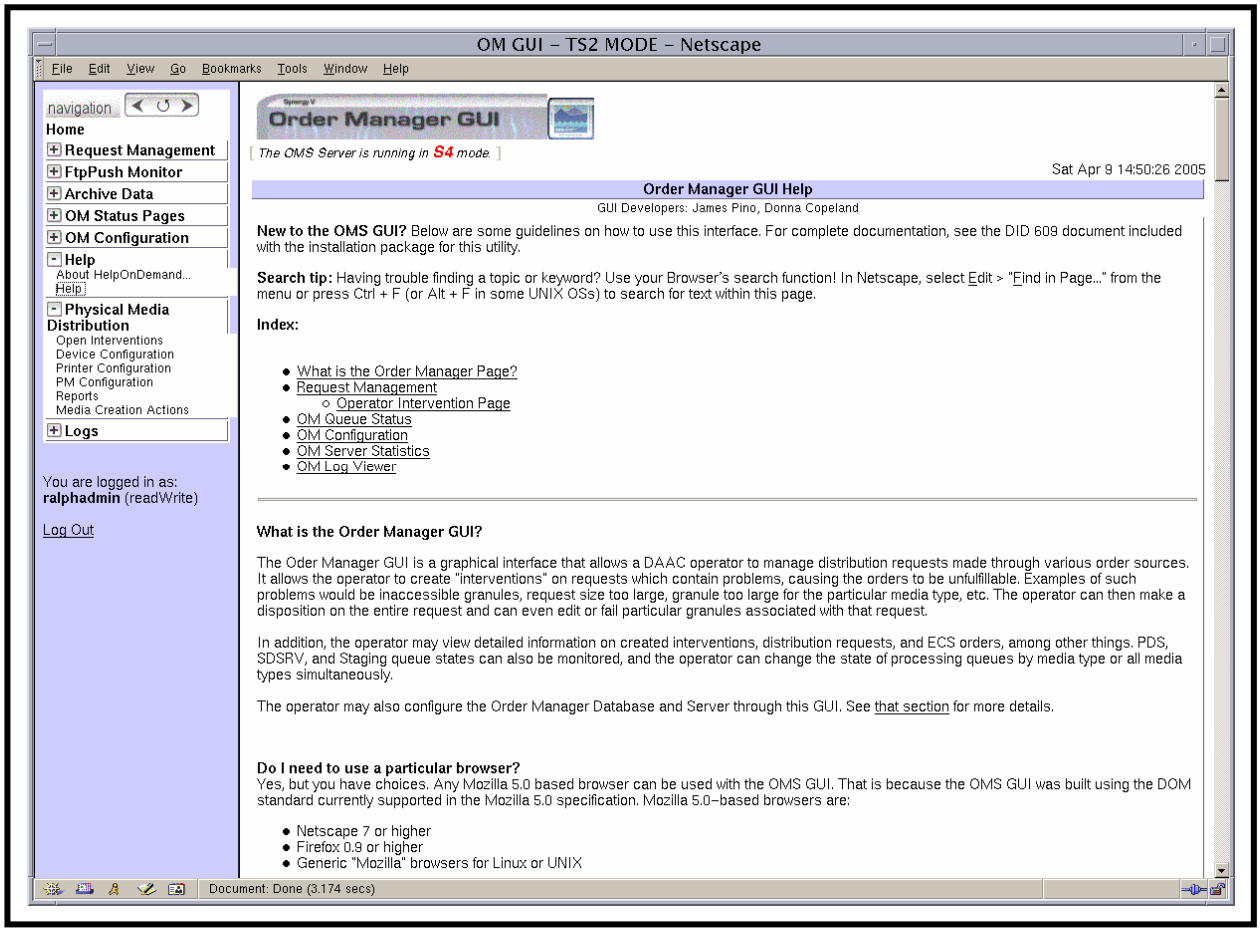

Figure 66. OM GUI Help Page
- For help on a particular topic the **Help** link in the navigation frame of the **OM GUI** causes the **Help** page (Figure 66) to be displayed.